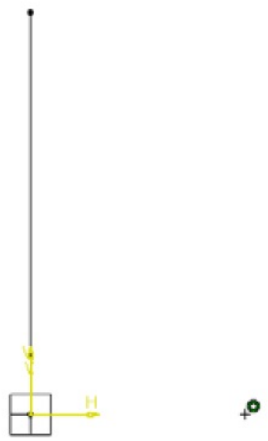

Figure 6-89 *Point to be placed*
3. Select the yz plane and invoke the **Sketcher** workbench again. Place a point collinear to the Horizontal(H) axis at any distance, as shown in Figure 6-89. Exit the **Sketcher** workbench.